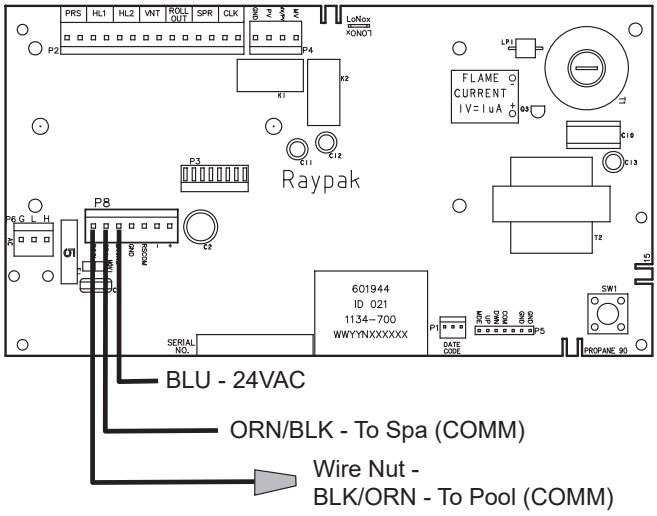

Figure 50. 2-Wire Remote Harness Installation on the P8 Connector of the Board
7. Install the “7-Pin Remote Interface Harness” to the P8 connector and turn power “ON” to the heater. See **Figure 50**.